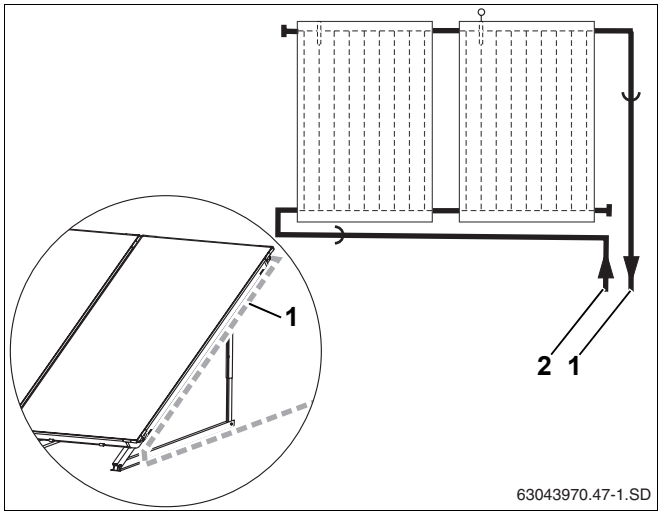

Rys. 55 Doprowadzenie przewodów zbiorczych do pola kolektorów
- Przewód zasilania (rys. 55, **poz. 1**) należy poprowadzić wzdłuż kolektora, a nie pionowo do dołu.